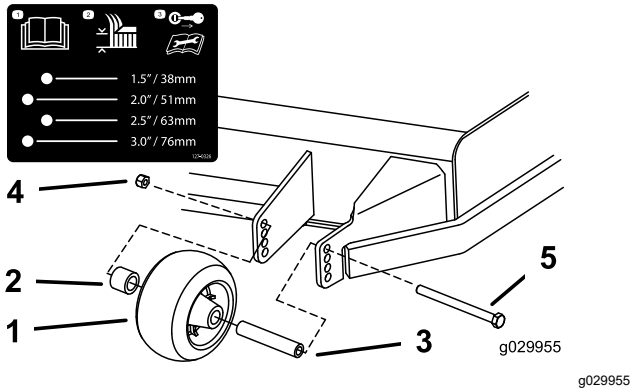

Rysunek 37
3. Wyreguluj rolki zapobiegające zdzieraniu darni w sposób pokazany na Rysunek 37.